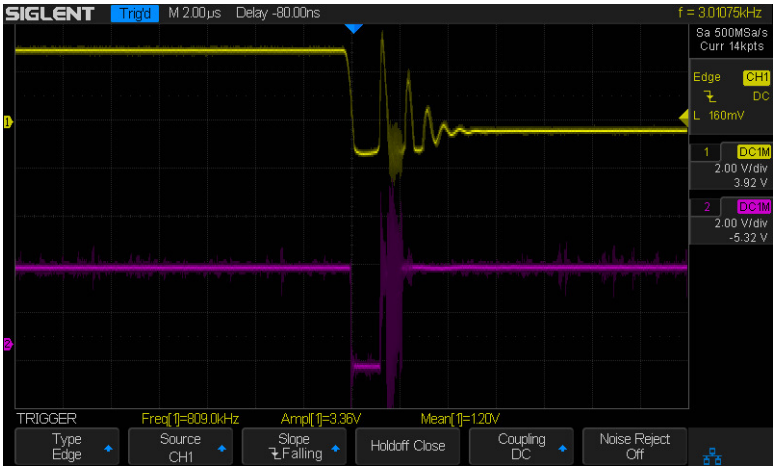
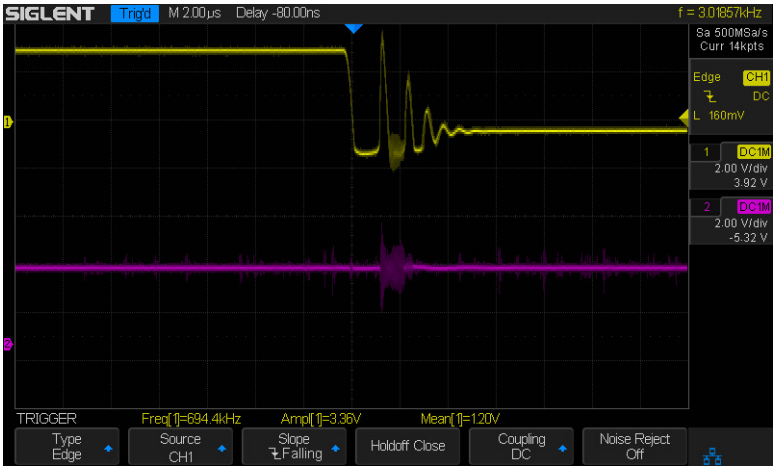

Figure 7: Oscilloscope Trace with Glitch
Figure 8: Oscilloscope Trace without Glitch
The output on the oscilloscope of circuit in part A (see Figure 7) has a small pulse, referred to as a glitch, when input B changes from 1 to 0 while A and C are high. However, there is no glitch in the output of circuit part B (see Figure 8), due to the addition of redundant term (AC) to the circuit. This change successfully eliminates the propagation delay, although a tiny noise can still be observed in the output. Since inputs A and C are set to high, as expected, the output remains 1 at all times, regardless of the value of input B. The AC signal acts as a buffer and provides a signal during the delay, thus avoiding the Static-1 Hazard.